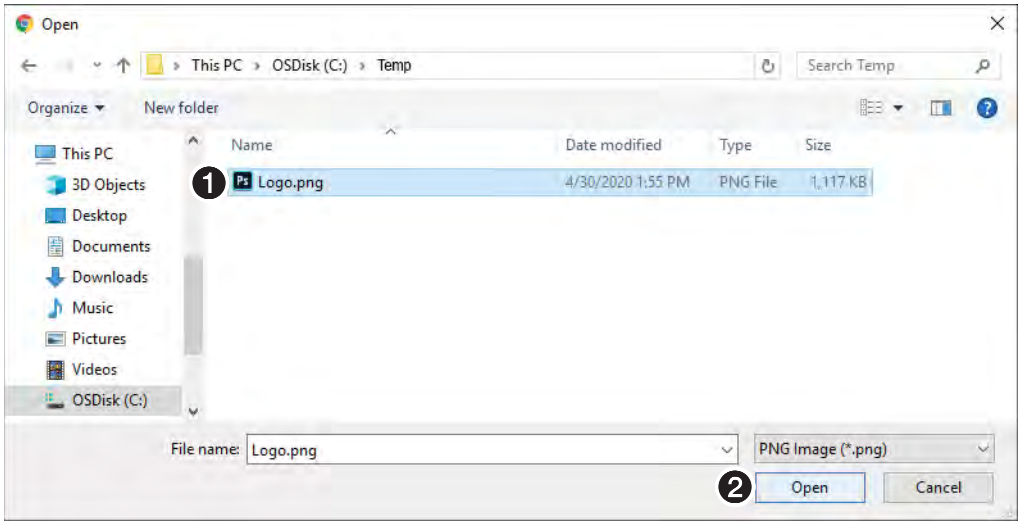

Figure 24. Open Dialog Box
An `Open` dialog box opens (see figure 24).
3. Navigate to the folder where the image file is saved (see figure 24, ❶). Select the file.
4. Click **`Open`** (❷).